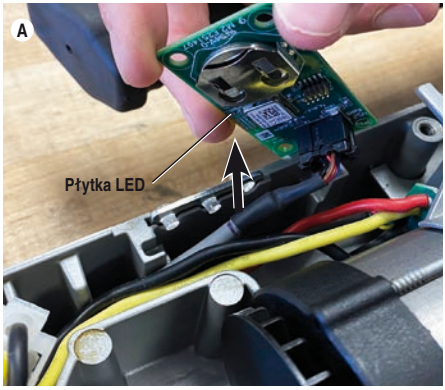
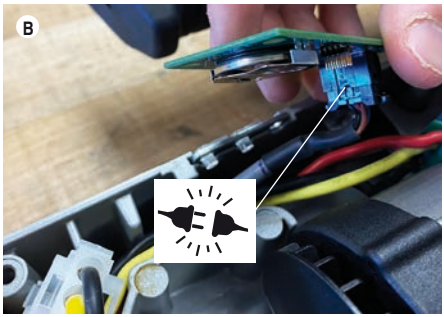

**Rysunek 3A – Unoszenie płytki LED**
**Rysunek 3B – Odłączanie płytki LED**
3. Unieść płytkę LED (patrz rys. 3a), odłączyć złącze (*patrz rys. 3B*), a następnie wyjąć płytkę LED.